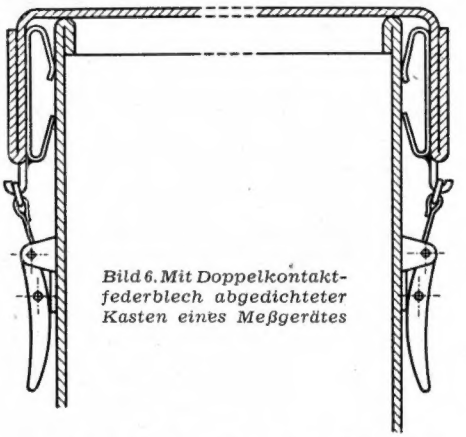

Bild 6. Mit Doppelkontaktfederblech abgedichteter Kasten eines Meßgerätes
c. Schirmung der Fugen an Tür und Fenster. An Türen und Fenstern entstehen lange Spalten, welche die Schirmung illusorisch machen, wenn man keine Abdichtung vorsieht. Die bisher bei der Abdichtung solcher Spalten (z. B. durch Geflechte oder mit Kupfergeflecht überzogene Gummidichtungen) insbesondere bei sehr kurzen Wellen auftretenden Schwierigkeiten konnten durch das von uns entwickelte Doppelkontaktfederblech vollständig beseitigt werden. In die Fugen wird die Dichtung so eingelegt und verlötet, daß der zum Kontakt nötige Druck von den Rahmen ausgeübt wird. Die Dichtung besteht aus Phosphorbronzeblech von 0,18 mm Stärke. Die Schirmdämpfung des Federbleches beruht auf Doppelkontakten, die sich beim Schließen von Türen oder Fenstern selbst blank reiben **(Bild 6)**. Durch den Hohlraum zwischen den beiden Kontakten, der als Induktivität wirkt, wird erreicht, daß der Störstrom einen so großen Spannungsabfall vorfindet, daß nur noch ein ganz unwesentlicher Bruchteil in den zu schirmenden Raum gelangt. Die gemessene Schirmdämpfung betrug mehr als 12 N.
Die zur Dichtung der Fugen an der Tür und an den Fenstern verwendeten Kontaktbleche kann man auch zur Dichtung von Meßgeräten, Sendern und Empfängern verwenden. Man hat bei guter elektrischer Dichtigkeit dann den Vorteil, daß der Verschluß der Geräte einfacher ist. Bild 6 zeigt die Skizze eines so abgedichteten Kastens mit Verschluß.